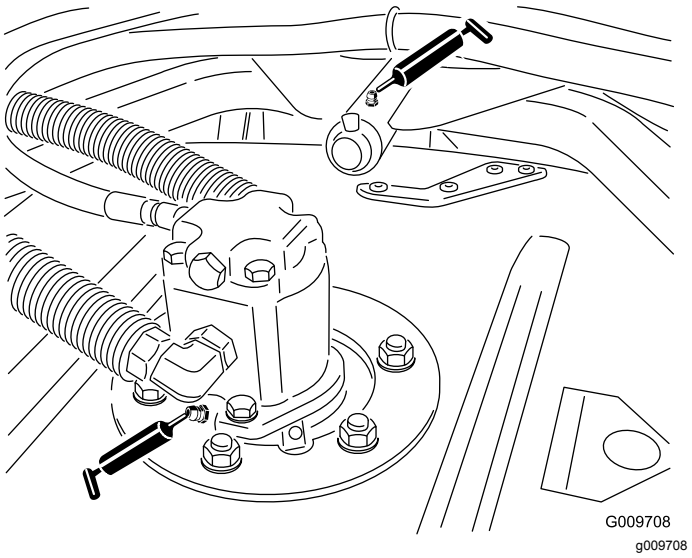

Figur 47
- Klippeenhedens spindelaksellejer (1 pr. klippeenhed) (Figur 47)
- Klippeenhedens bærearmsbøsninger (1 pr. klippeenhed) (Figur 47)